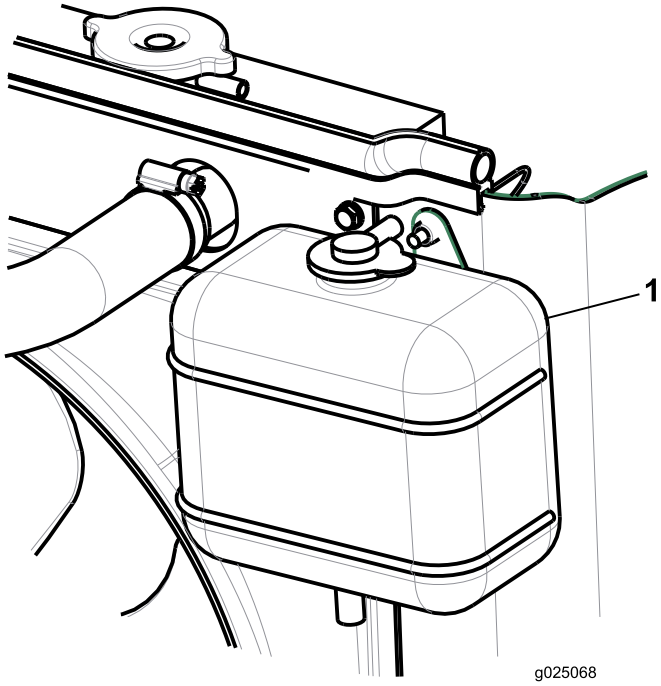

Figuur 28
2. Controleer het koelvloeistofpeil in de expansietank (Figuur 28).